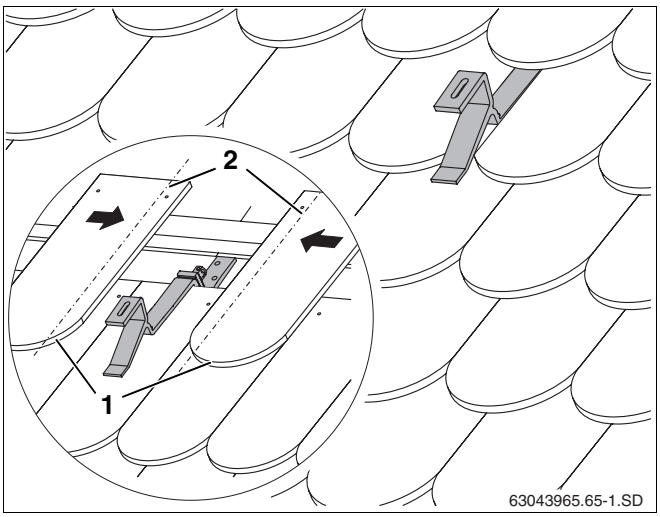

Rys. 20 Hak dachowy pod ułożonymi dachówkami
- Przyciąć karpiówki przykrywające hak (rys. 20, **poz. 1**) (przerywana linia, rys. 20, **poz. 2**).